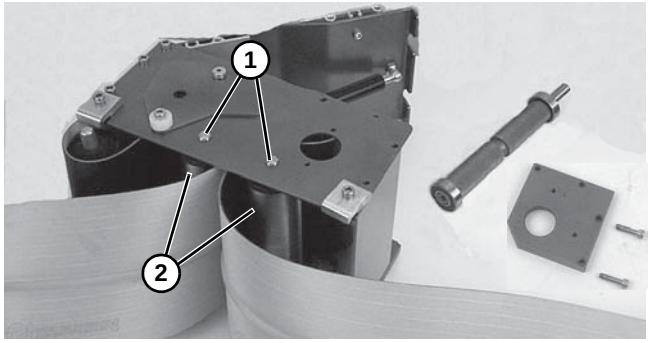

Figure 50
- For 5" (127 mm) or wider conveyor, depress both sides of each spring-loaded shaft **(Figure 50, item 1)**. Remove pulleys **(Figure 50, item 2)**.